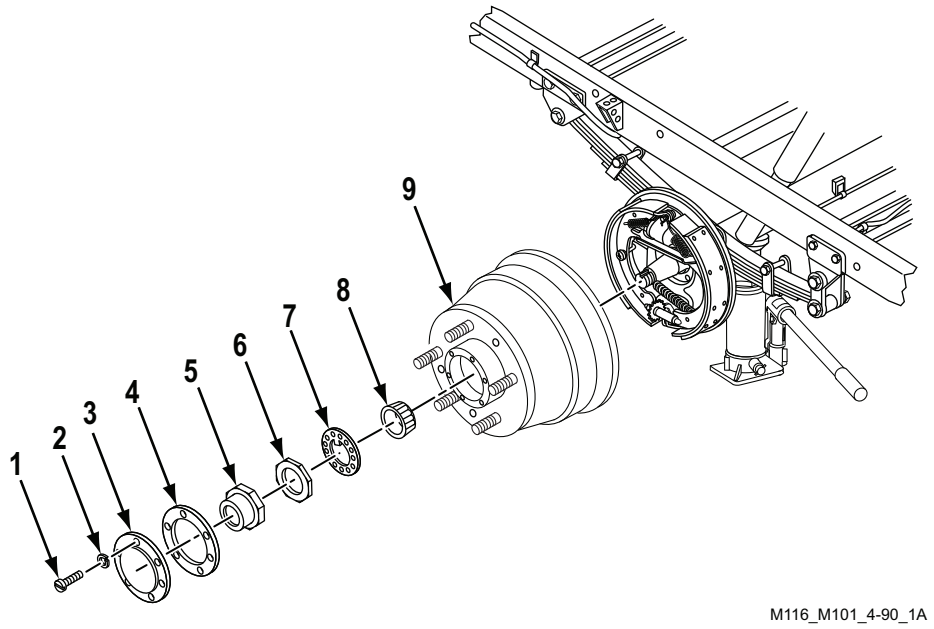

Figure 1. Hub, Brake Drum, and Bearing Removal.
2. Remove six cap screws (Figure 1, Item 1), lockwashers (Figure 1, Item 2), access cover (Figure 1, Item 3), and paper gasket (Figure 1, Item 4). Discard lockwashers (Figure 1, Item 2) and paper gasket (Figure 1, Item 4).
3. Remove outer bearing sleeve nut (Figure 1, Item 5), adjusting nut (Figure 1, Item 6), key washer (Figure 1, Item 7), outer bearing hub cone and roller (Figure 1, Item 8), and wheel hub and brake drum assembly (Figure 1, Item 9).